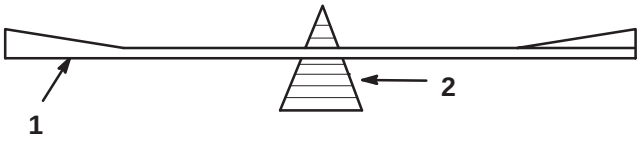

Figure 30
2. Vérifiez l'équilibre de la lame en la plaçant sur un équilibreur (Fig. 30). Si la lame reste horizontale, elle est équilibrée et peut être utilisée. Si la lame est déséquilibrée, limez un peu le dos de la lame. Vérifiez de nouveau et répétez la procédure jusqu'à ce que la lame soit équilibrée.